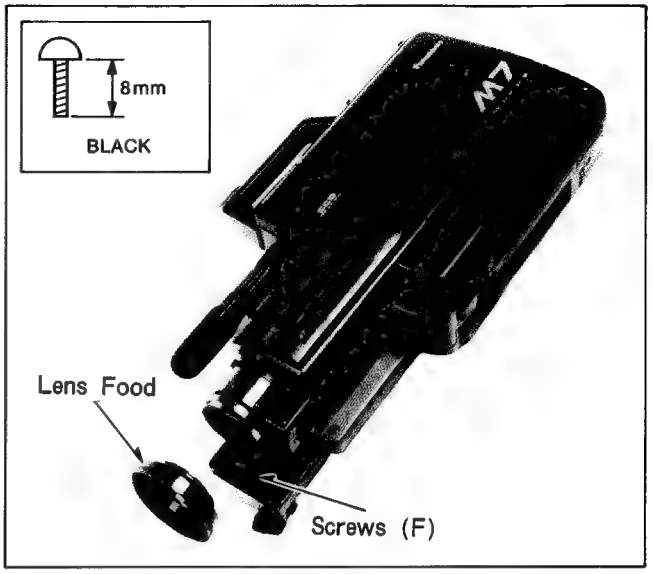

Fig. D6
(3) Remove the lens hood and remove screw (F) shown in Fig. D6.